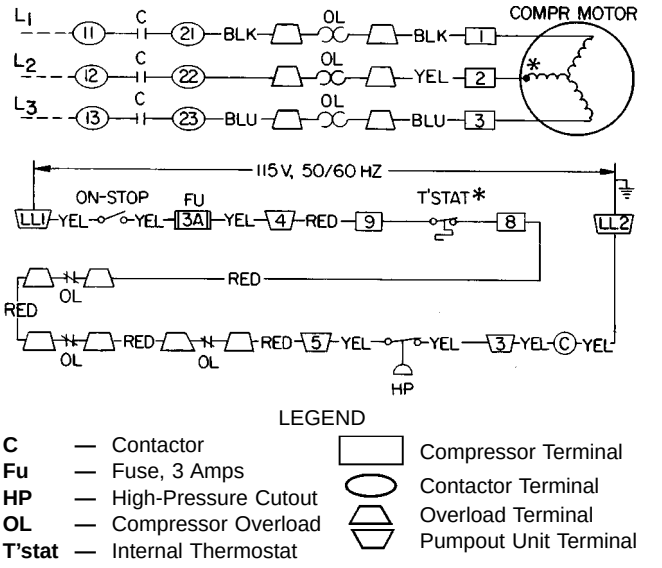

Fig. 31 — 19XR Pumpout Unit Wiring Schematic
4. Oil should be visible in the pumpout unit compressor sight glass under all operating conditions and during shutdown. If oil is low, add oil as described under Optional Pumpout System Maintenance section, page 58. The pumpout unit control wiring schematic is detailed in Fig. 31.